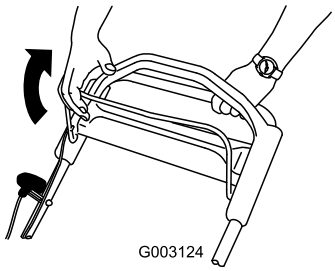

Figuur 18
2. Trek de bedieningsstang van het maaimes naar de handgreep toe (Figuur 18).